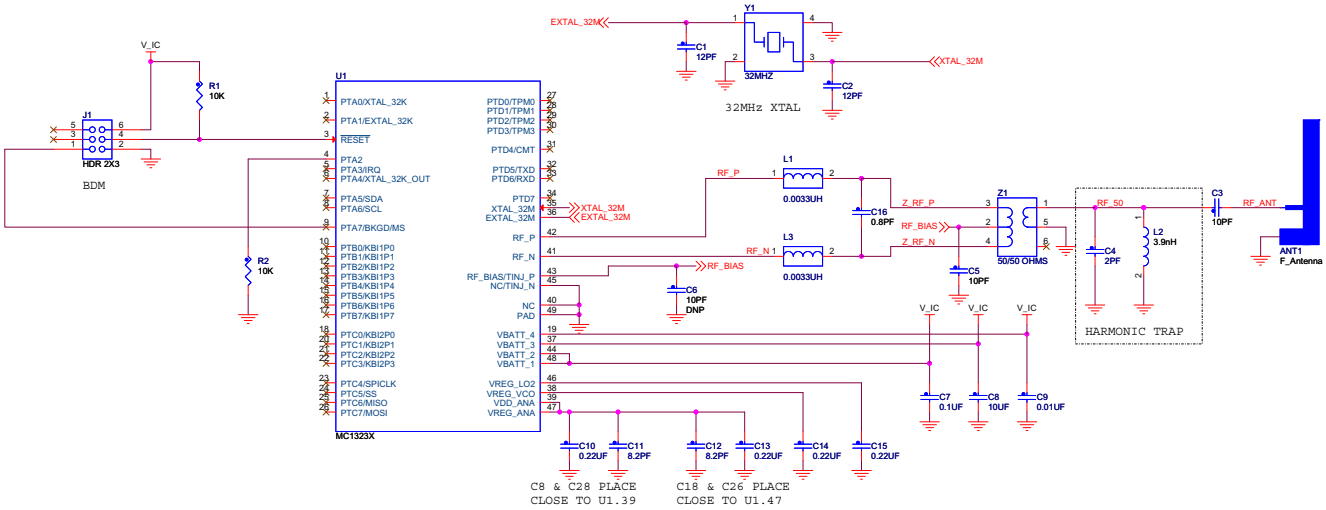

**Figure 10. MC13233x Basic Applications Circuit**
Figure 10 illustrates a basic applications circuit based on the 123x-MRB development board. Features of the circuit include:
- RF circuitry at 2.4 GHz is very dependent on board layout and component usage. Figure 10 shows a typical RF configuration, however component value and use can vary based on customer application.